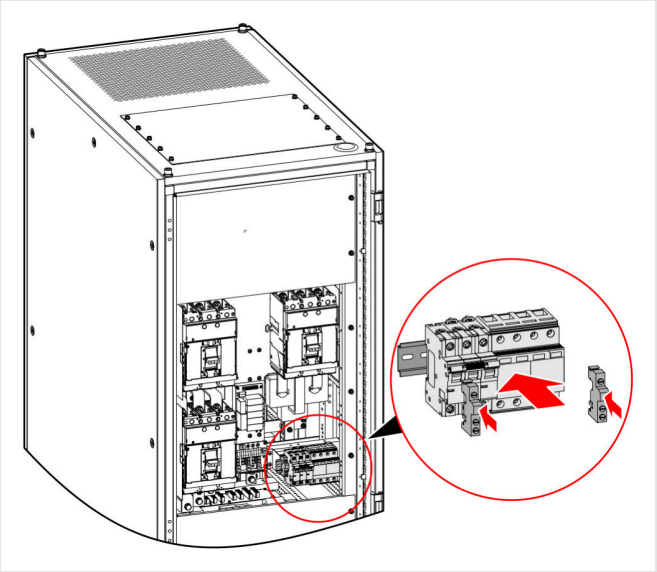

FIGURE 4-29 Fit the SPD and its breaker
2. Fit the SPD and its breaker on the mounting rail (Figure 4-29).